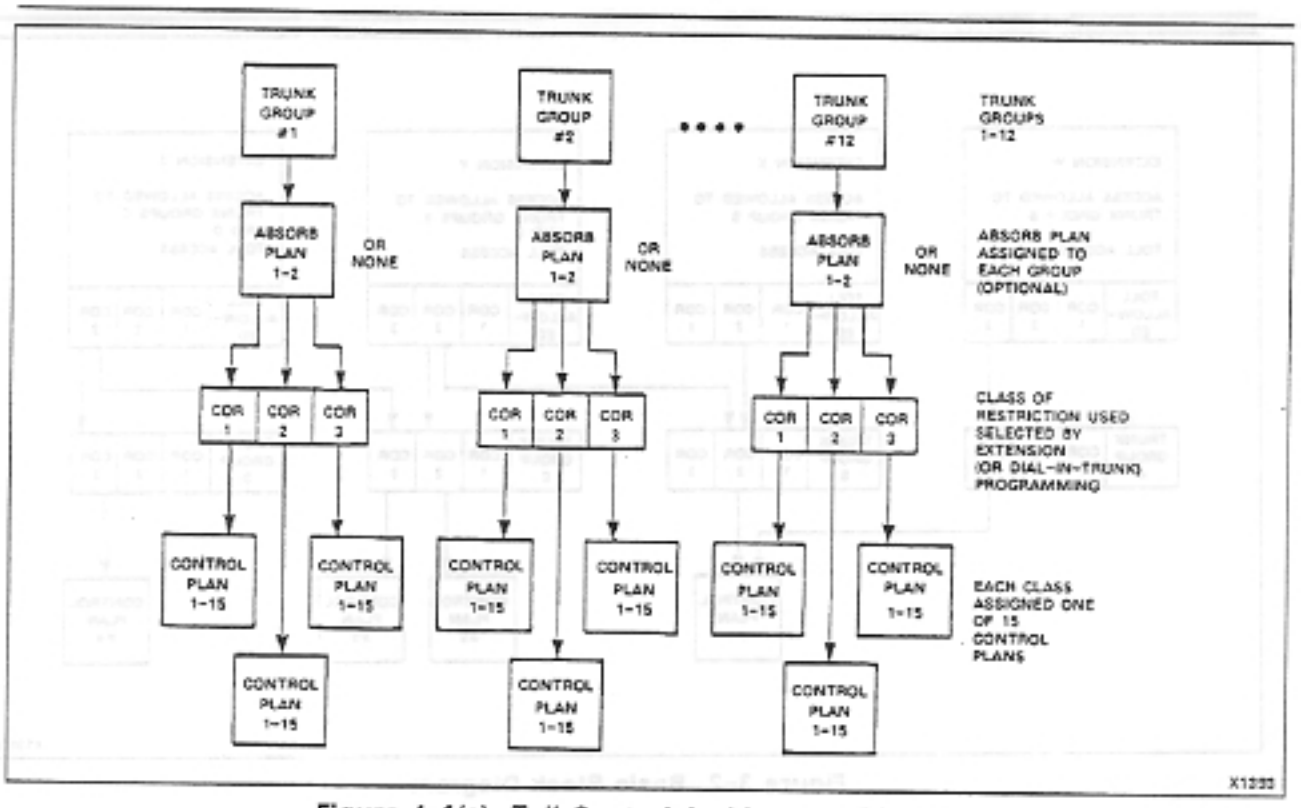

Figure 4-1(a) Toll Control Architecture Diagram
4.02 The basic architecture of the Multi-Digit Toll Control is illustrated in Figure 4-1(a) and Figure 4-1(b). The architecture outlined in these figures is discussed in the remainder of this section, and it does not include the toll-allowed case.